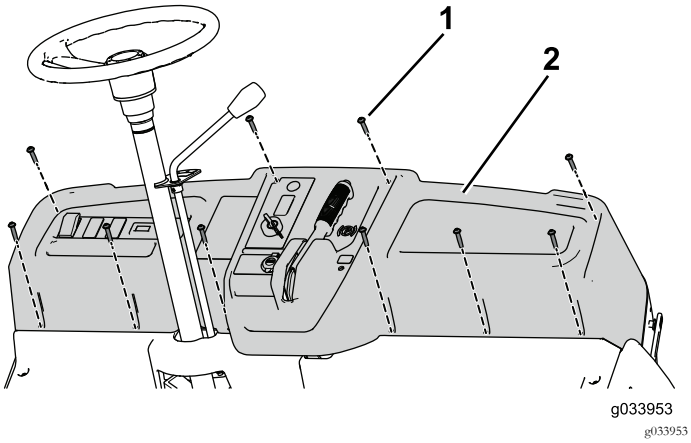

Bild 32
9. Befestigen Sie das Armaturenbrett mit den zehn Schrauben (¼" x 1¼") an der Maschine (Bild 32).